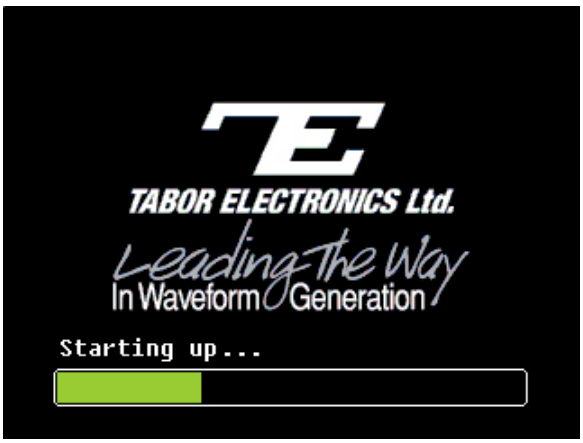

Figure 6-5, Check for Progress Bar Movement
4. Turn power **ON** on your WX2182B and observe that the progress bar, as shown in Figure 6-5, is advancing from left to right. Do not do anything on the WX2182B until the progress bar completes its travel to the right end.